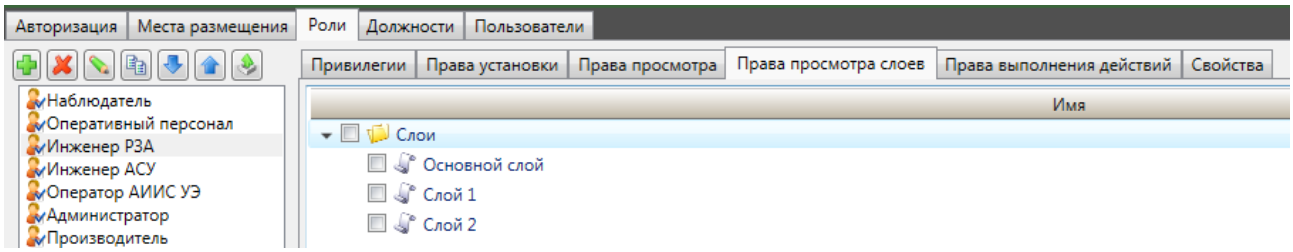

Рисунок 120 – Подраздел «Права просмотра слоев» EKRASCADA АРМ
3.8.1.3.4 В подразделе «Права просмотра слоев» (рисунок 120) определяется перечень слоев схем, разрешенных для просмотра пользователями роли. В случае отсутствия прав на просмотр слоя на АРМ блокируется команда включения отображения слоя.